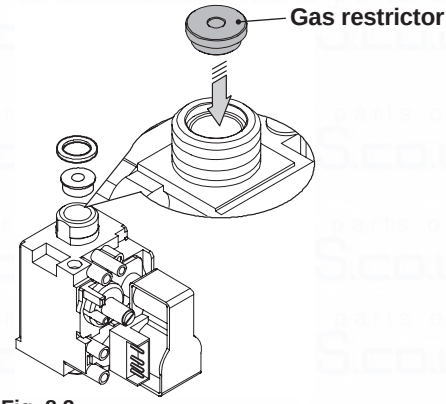

Fig. 8.2
- Carry out gas conversion by correctly replacing the gas restrictor (Fig. 8.2), referring to the "Technical Data" section page 22 (Advance Plus 16S ERP), page 25 (Advance Plus 25S ERP) and page 28 (Advance Plus 30S ERP).